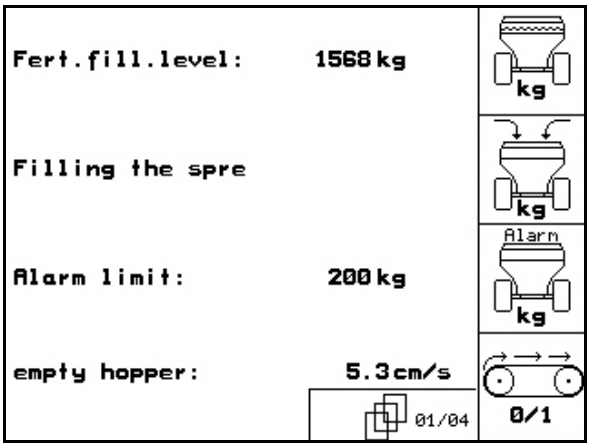

Fig. 5
Page 1 (Fig. 5):
- **ZG-B Drive**: (Fig. 5)